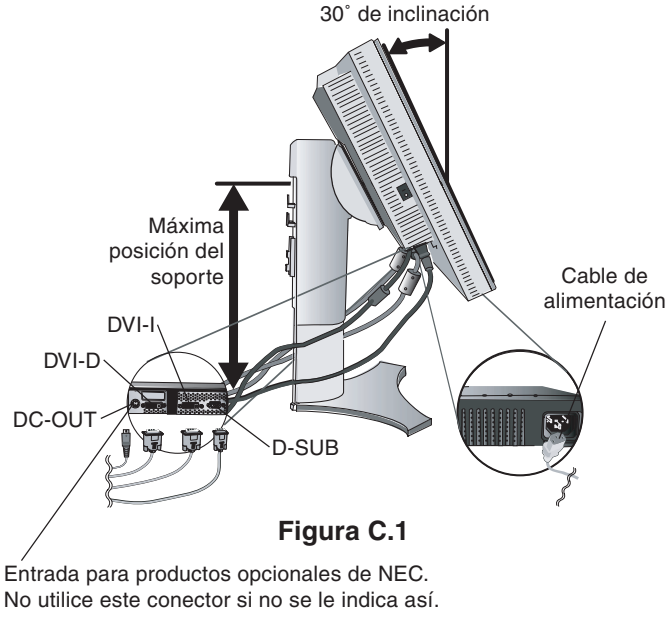

Figura C.1
3. Coloque una mano a cada lado del monitor para inclinar el panel LCD 30 grados y levántelo hasta alcanzar la posición más alta (**figura C.1**).
4. Conecte todos los cables en sus correspondientes conectores (**figura C.1**).